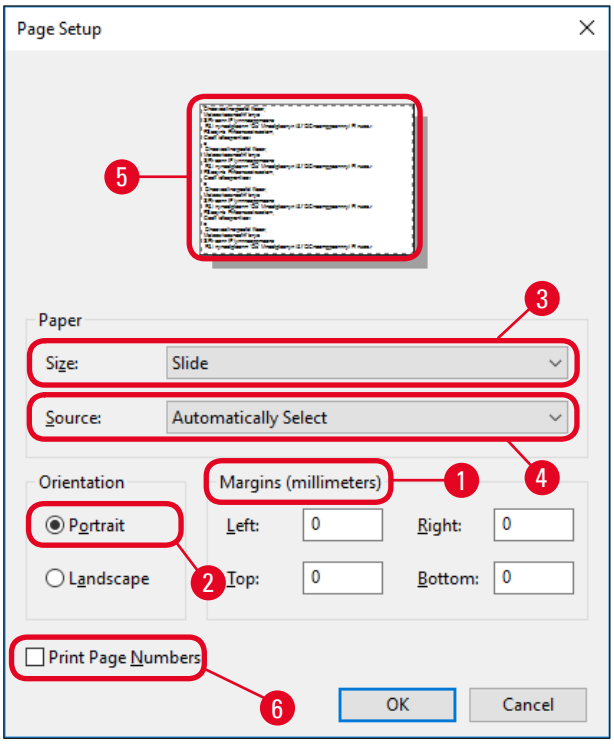

Abb. 41
3. Zunächst sind die Seiteneinstellungen auszuwählen: Durch Klicken auf **File** > **Page Setup** (Seite einrichten) das Dialogfeld **Page Setup** öffnen (→ "Abb. 41").